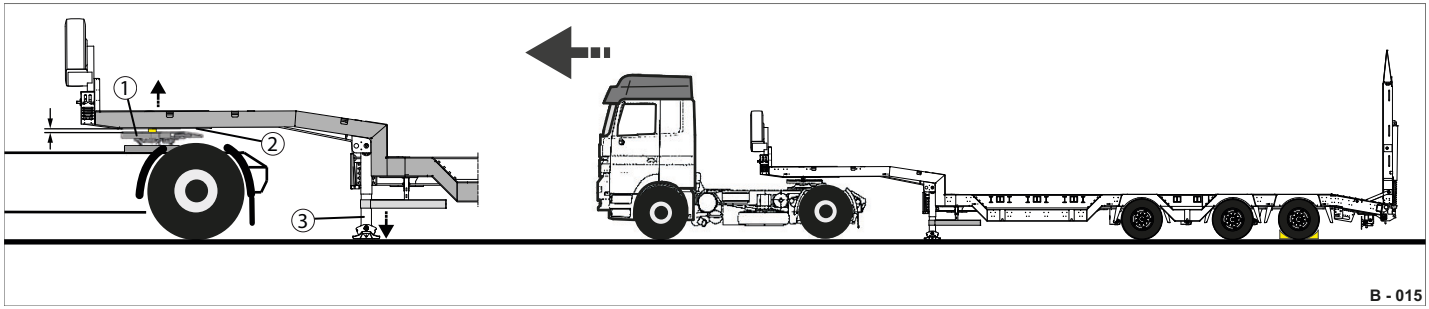

Abb. 22 Absatteln
▶ Fahren Sie die Sattelstützen (Abb. 22/3) so weit aus, dass ein kleiner Luftspalt zwischen Sattel-Aufgleitplatte (Abb. 22/2) und Sattelkupplungsplatte (Abb. 22/1) entsteht.